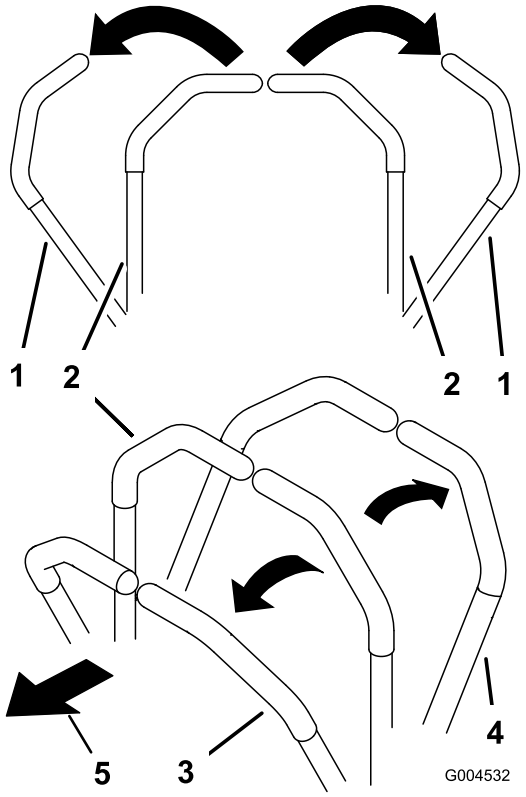

Figuur 17
1. Zet de rijhendels (Figuur 17) in de vergrendelde neutraalstand.
- Om recht vooruit te rijden, duwt u de rijhendels naar voren (Figuur 17).
- Om recht achteruit te rijden, trekt u de rijhendels langzaam naar achteren (Figuur 17).
- Als u een bocht wilt maken, vermindert u vaart door beide hendels naar achteren te trekken en duwt u vervolgens de hendel aan de kant tegengesteld aan de richting die u wilt inslaan, naar voren (Figuur 17).